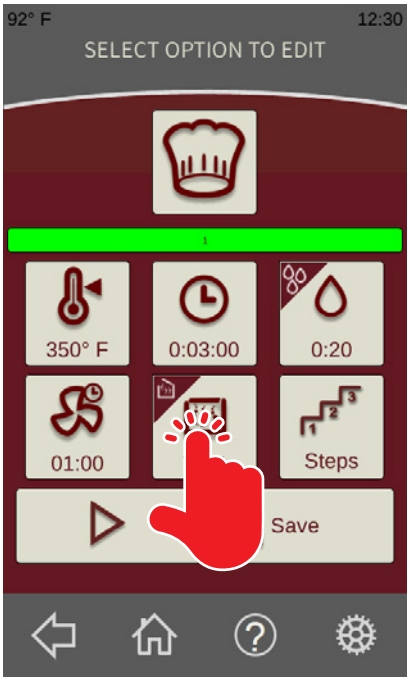

Fig. 23
11. From the ***Standard Recipe Run Screen*** (Fig. 23), touch the Vent button to select vent open or vent closed throughout the step.